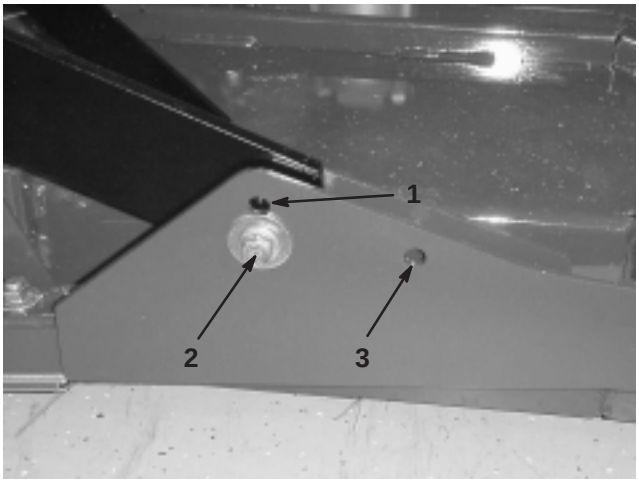

Figure 1
1. For heights of cut in the 3/4 to 3 inch range, the front carrier frames should be mounted in the lower front mounting holes (Fig. 1).
2. For heights of cut in the 2–1/2 to 4 inch range, the front carrier frames should be mounted in the upper front mounting holes (Fig. 1).
For all heights of cut, the rear cutting deck should be mounted in the rear mounting holes (Fig. 1).